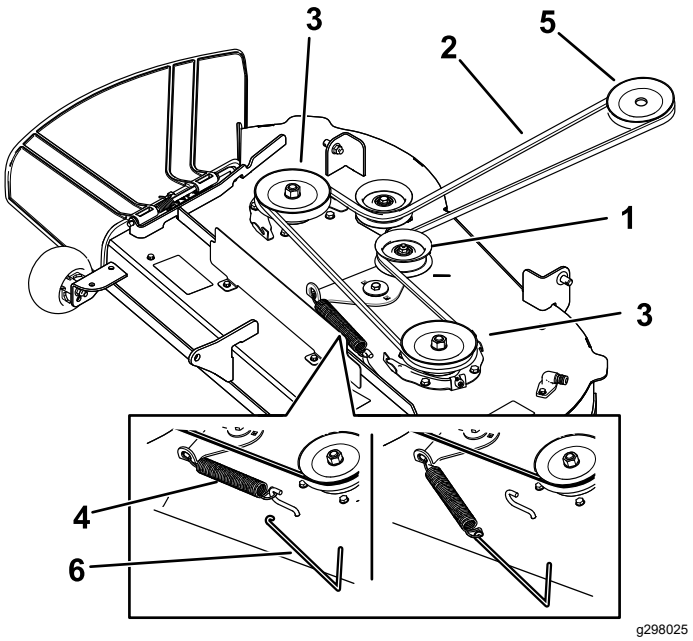
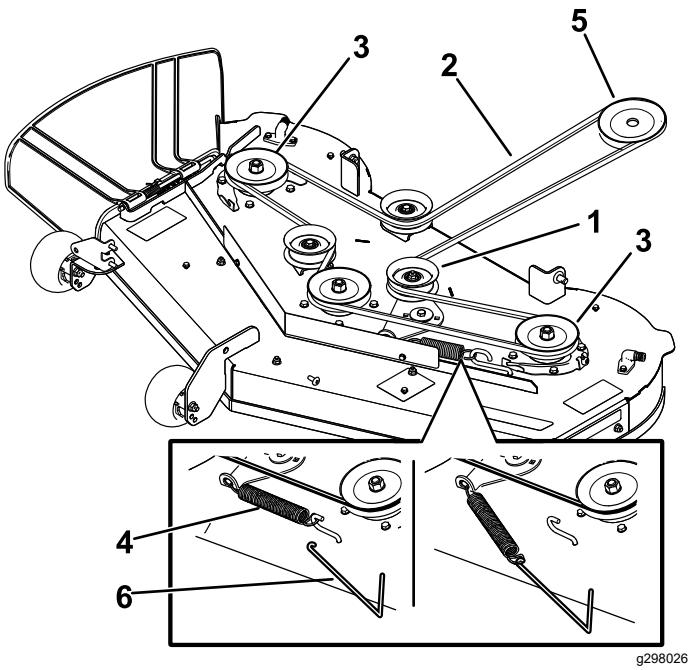

Rysunek 57
Rysunek 58
7. Za pomocą narzędzia do demontażu sprężyny (część Toro o numerze katalogowym 92-5771) zdejmij sprężynę koła napinającego z zaczepu podwozia uwalniając napięcie koła napinającego, po czym zdejmij pasek klinowy z kół pasowych (Rysunek 57 lub Rysunek 58).
8. Załóż nowy pasek wokół koła pasowego silnika oraz kół pasowych kosiarki (Rysunek 57 lub Rysunek 58).
9. Za pomocą narzędzia do demontażu sprężyny (część Toro o numerze katalogowym 92-5771) załóż sprężynę jałowego koła pasowego na zaczep podwozia, naprężając jałowe koło pasowe i pasek klinowy kosiarki (Rysunek 57 lub Rysunek 58).